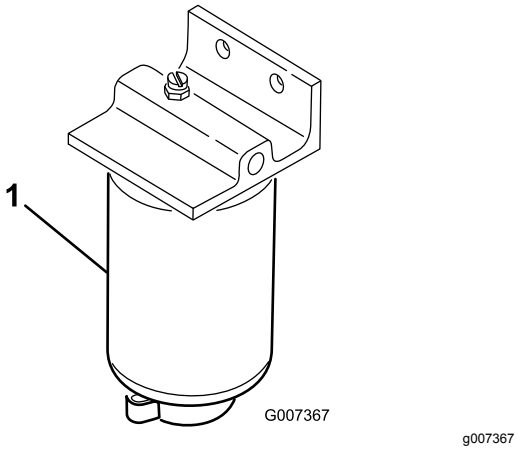

**Figur 37**
3. Öppna avtappningspluggen på bränslefiltret cirka ett varv och töm ut eventuellt ansamlat vatten (Figur 37).